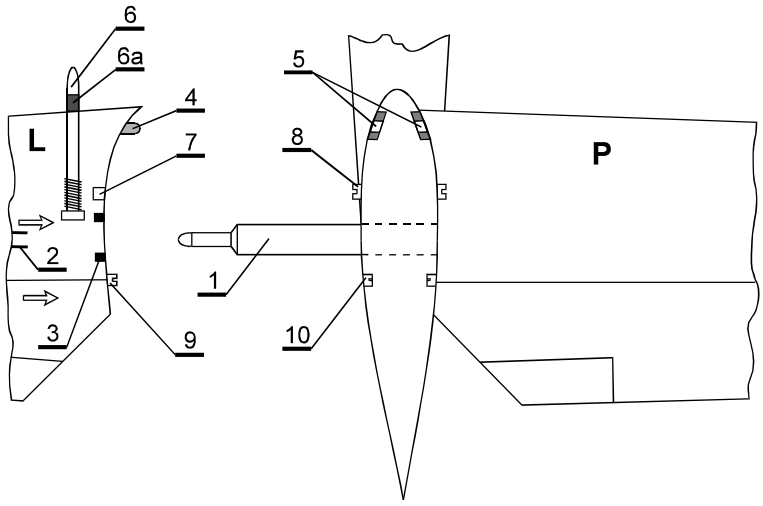

Rys. 11 Montaż usterzenia wysokości
6. Zestawić prawą połówkę usterzenia wysokości ze statecznikiem pionowym wg Rys. 11 (wprowadzić koniec dźwigara rurowego oraz przedni czop ustalający w odpowiednie gniazda). Doprowadzić złącza napędowe do połączenia (ustawić odpowiednio ster wysokości i klapkę wyważającą).